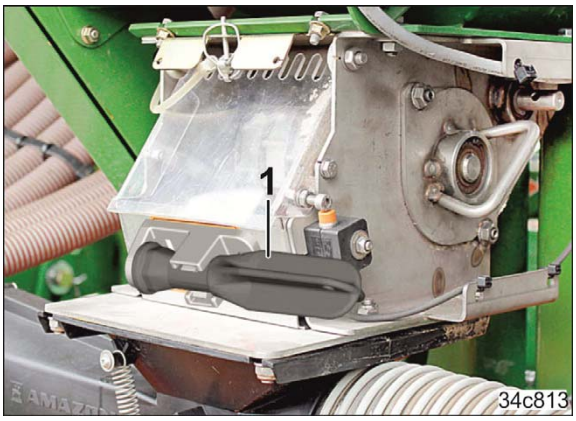

Fig. 179
7.1 Den Schlüssel (Fig. 179/1) der Transporthalterung entnehmen.